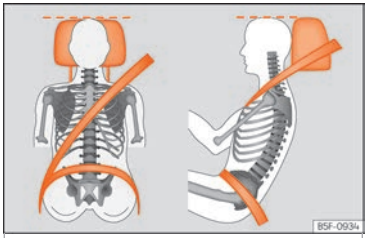

Abb. 8 Richtiger Gurtbandverlauf und richtige Kopfstützeneinstellung.
- Kopfstütze so einstellen, dass die Oberkante der Kopfstütze sich möglichst auf einer Linie mit dem oberen Teil des Kopfs – jedoch nicht niedriger als Augenhöhe – befindet. Den Hinterkopf so nah wie möglich an der Kopfstütze positionieren ››› **Abb. 8**.